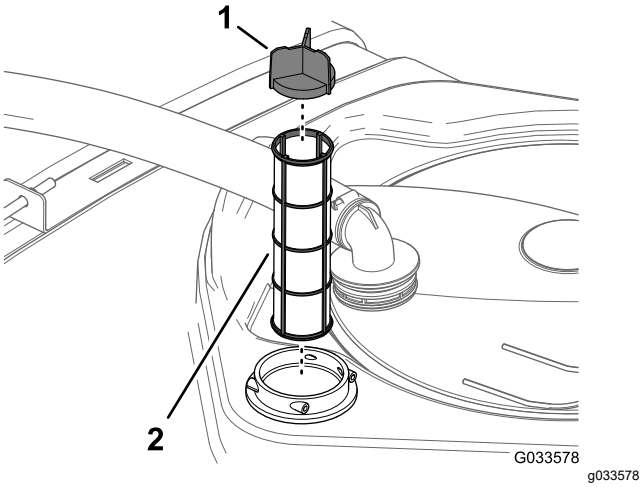

Figure 57
4. Remove the old suction filter from the filter housing in the tank (Figure 57).